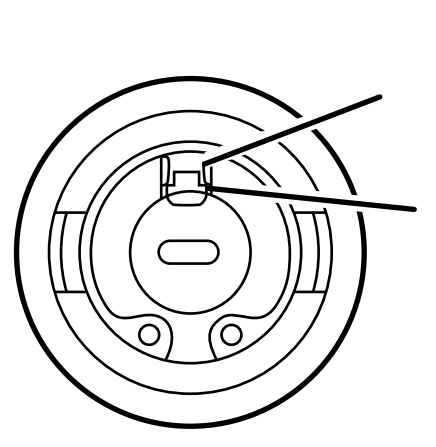

Figura 12
- Bombilla 08200-alinee el pasador de la bombilla con la ranura entre los cables metálicos de contacto eléctrico (Figura 12). Empuje la bombilla dentro del receptáculo todo lo que pueda.